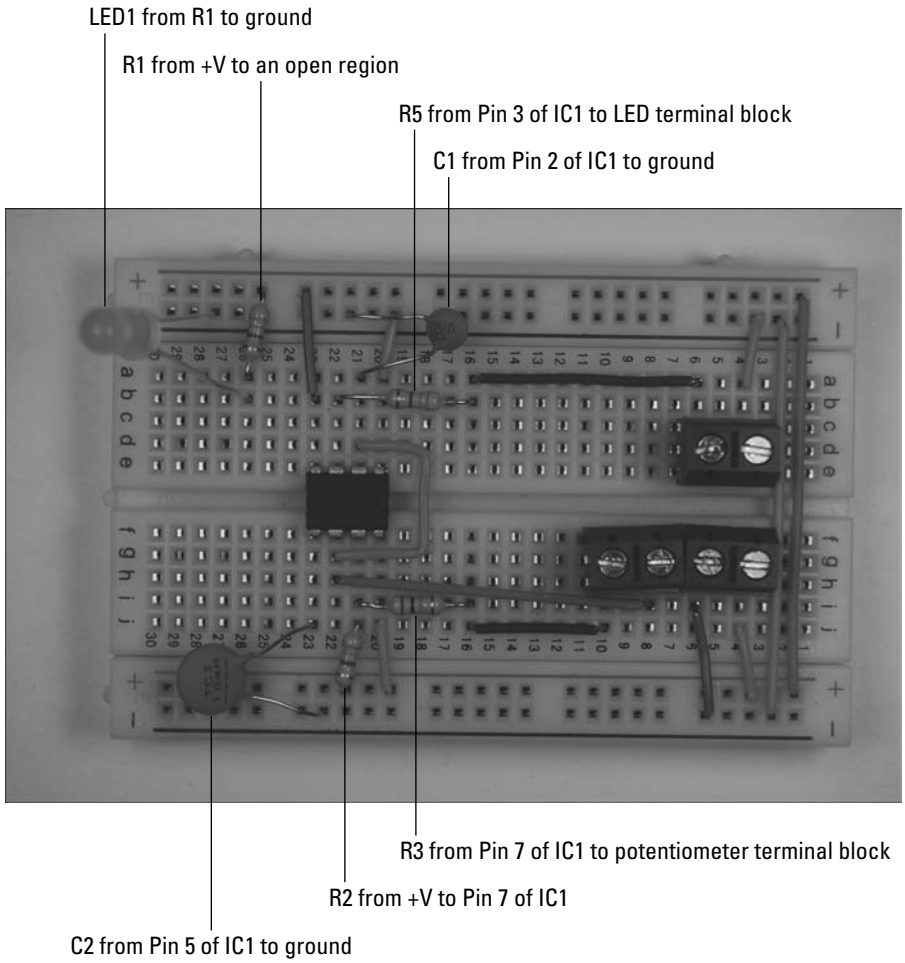

Figure 9-11: Insert resistors, capacitors, and an LED on the breadboard.
5. **Insert discrete components on the breadboard, as shown in Figure 9-11.**